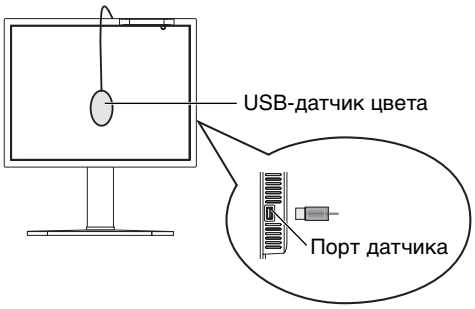
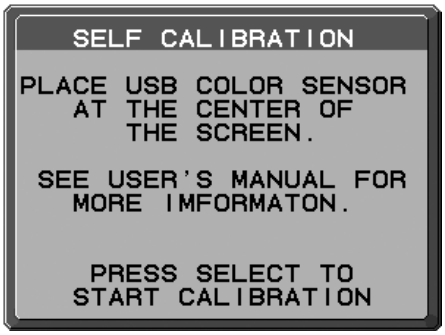

**Рисунок S.1**
**Рисунок S.3**
1. Для того, чтобы показать меню CALIBRATION, вставьте USB-датчика цвета в порт датчика (**Рисунок S.1**)*1 или выберите в расширенном меню опцию STAND ALONE CALIBRATION (стр. 27).
4. Для выполнения данной процедуры необходимо поместить USB-датчик цвета в центр панели дисплея (**Рис. S.3**). Наклоните панель дисплея примерно на 5° назад и поместите USB-датчик цвета в центр панели дисплея (**Рис. S.1**).